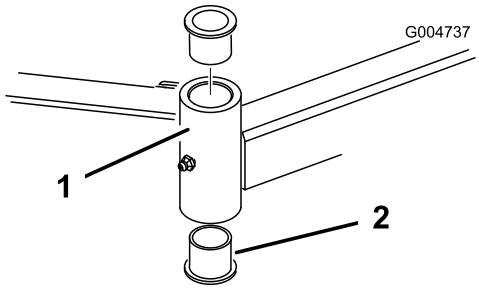

Figur 79
4. Skjut in ett pinndorn i monteringsrörets övre eller nedre del och skjut ut bussningen ur röret (Figur 79). Skjut också ut den andra bussningen ur röret. Rengör insidan på rören och ta bort all smuts.